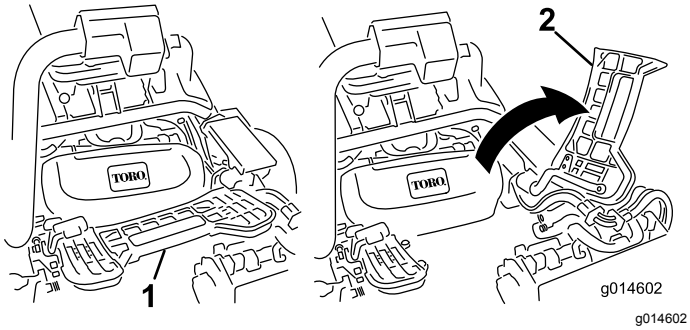

Figur 43
1. Hæv fodstøtten, og vip den åben, så du får adgang til klippeenhedens midterste position (Figur 43).